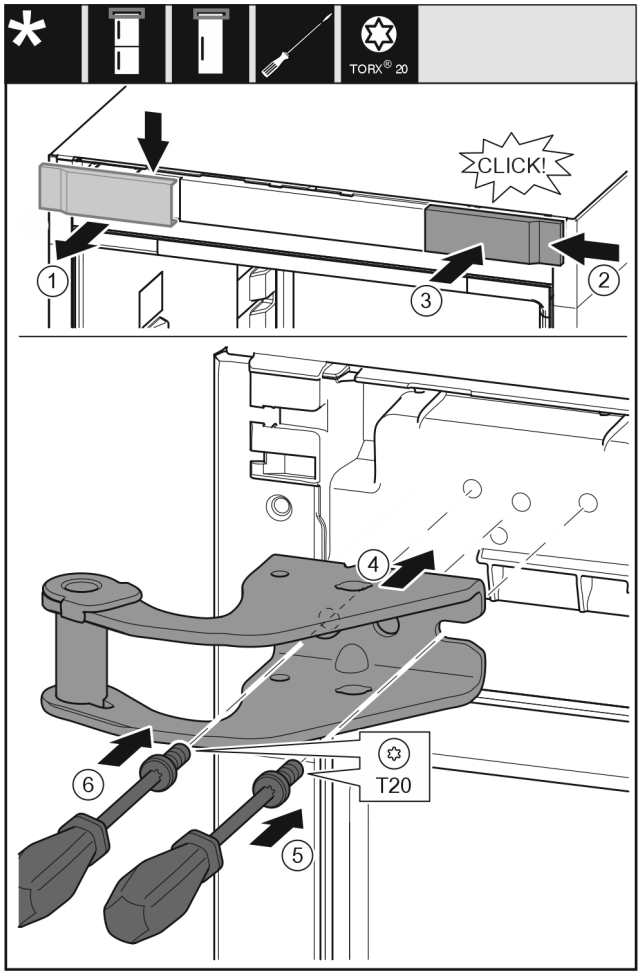

Fig. 12
- ▶ Take off the cover from above to the front. *Fig. 12 (1)*
- ▶ Rotate the cover 180° and clip onto the other side from the right. *Fig. 12 (2)*
- ▶ Latch the cover into place. *Fig. 12 (3)*
- ▶ Position the upper bearing bracket. *Fig. 12 (4)*
- ▶ Insert the screw with a T20 screwdriver and tighten it. *Fig. 12 (5)*
- ▶ Insert the screw with a T20 screwdriver and tighten it. *Fig. 12 (6)*